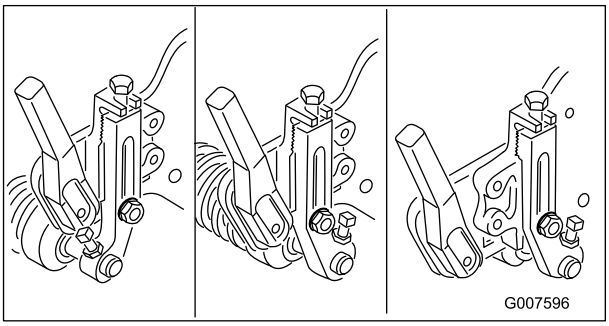

Figuur 51
**Opmerking:** De voorste rol kan in de drie standen worden gezet (Figuur 51), afhankelijk van de werkzaamheden en de behoeften van de gebruiker.